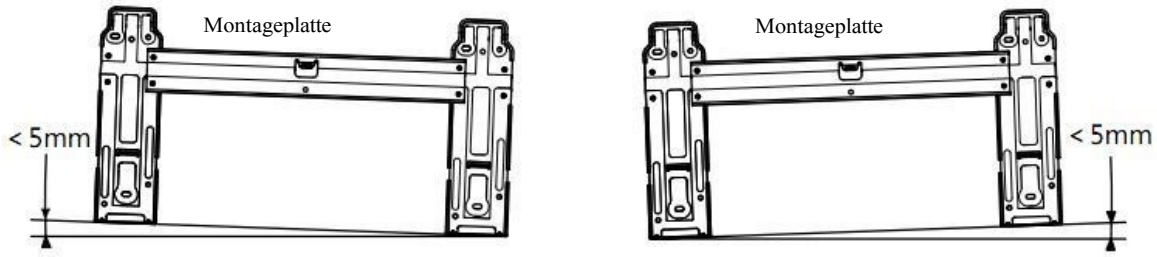

Abb. 4
- Demontieren Sie die Metall-Montageplatte des Innengeräts. Bringen Sie die Montageplatte in eine horizontale Position. Der Höhenunterschied zwischen der linken und rechten Seite der Montageplatte sollte weniger als 5 mm betragen. (Abb. 4)